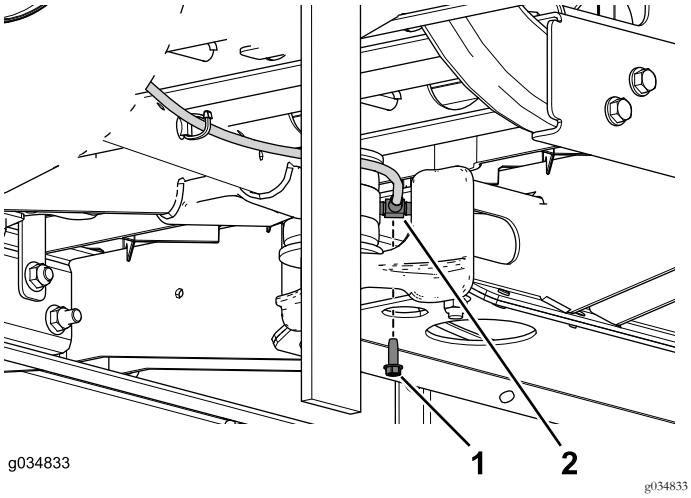

Figur 66
6. Ta bort den självgängande skruven som håller fast T-stycket på mittkanalen (Figur 66).